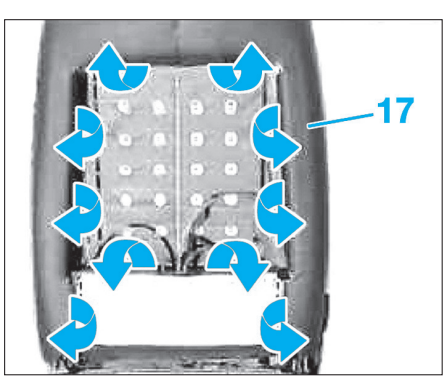

Fig. 20
• Décrocher le garnissage de dossier (17) du cadre de dossier **(Fig.20)**.